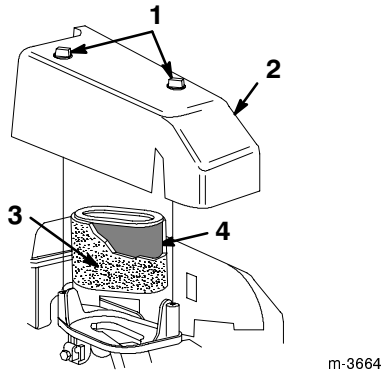

Bild 23
3. Lockern Sie die beiden Schrauben, mit denen der Luftfilterdeckel am Motor befestigt ist (Bild 23).
4. Entfernen Sie den Luftfilterdeckel und reinigen ihn gründlich (Bild 23).
6. Waschen Sie den Schaumeinsatz, wenn er verschmutzt ist, vorsichtig in einer warmen Seifenlauge. Spülen Sie den Schaumeinsatz in klarem Wasser und lassen ihn vor dem erneuten Einsatz gründlich trocknen (Bild 23).
8. Bringen Sie den Schaumeinsatz über dem Papiereinsatz an (Bild 23).
9. Bringen Sie den Luftfilterdeckel an (Bild 23).
10. Ziehen Sie den Deckel mit den beiden Befestigungsschrauben fest an (Bild 23).